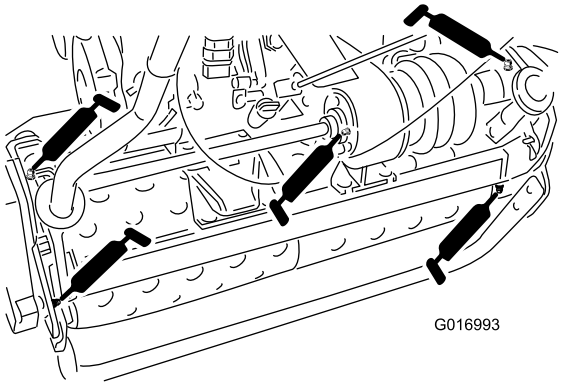

**Figur 22**
- Två på trumaxlarna (Figur 22)
- Tre på differentialen (Figur 22)